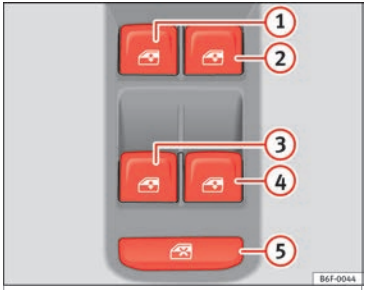

**Fig. 146** Detail of the driver door: controls for the front and rear windows (vehicles with front and rear electric windows).
The safety switch ››› Fig. 146 (5) on the driver door can be used to disable the electric window buttons on the rear doors.
Buttons ››› **Fig. 146** ①, ②, ③ and ④ have two positions for opening windows and two for closing them. This makes it easier to open and close windows to the desired position.